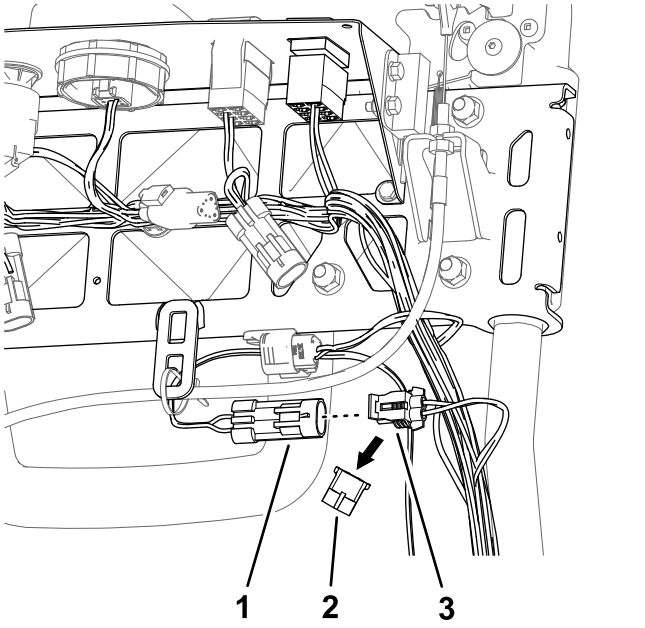

图20
1. 在控制台前面从机器线束的 2 插槽接头拔下栓塞图 20。
2. 将 LED 灯线束的 2 针接头接入机器线束的 2 插槽接头图20。